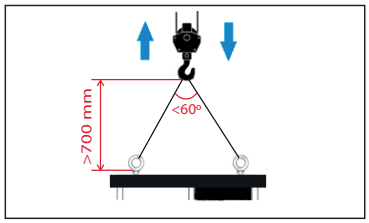

Figure 23: Step 3.
Step 3: Attach the sling to the eyebolts, raise the Charging Point and place it in its final position, **Figure 23**.